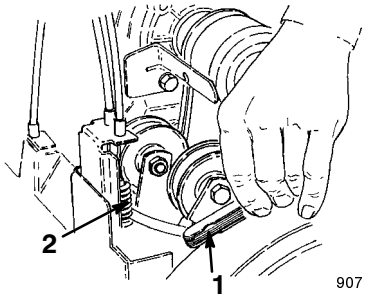

Figure 26
4. Hold the lever and insert a .010 in. (.25 mm) feeler gauge between a coil in the center of the spring (Fig. 26).